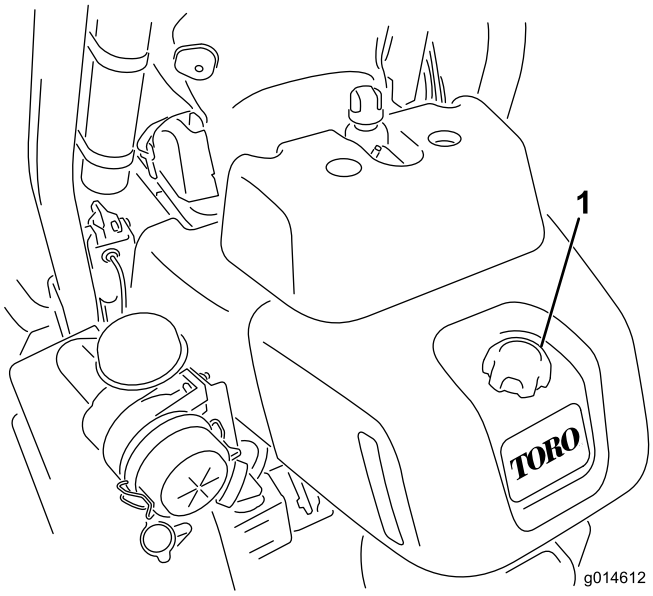

**Figur 28**
1. Gör rent omkring tanklocket (Figur 28).